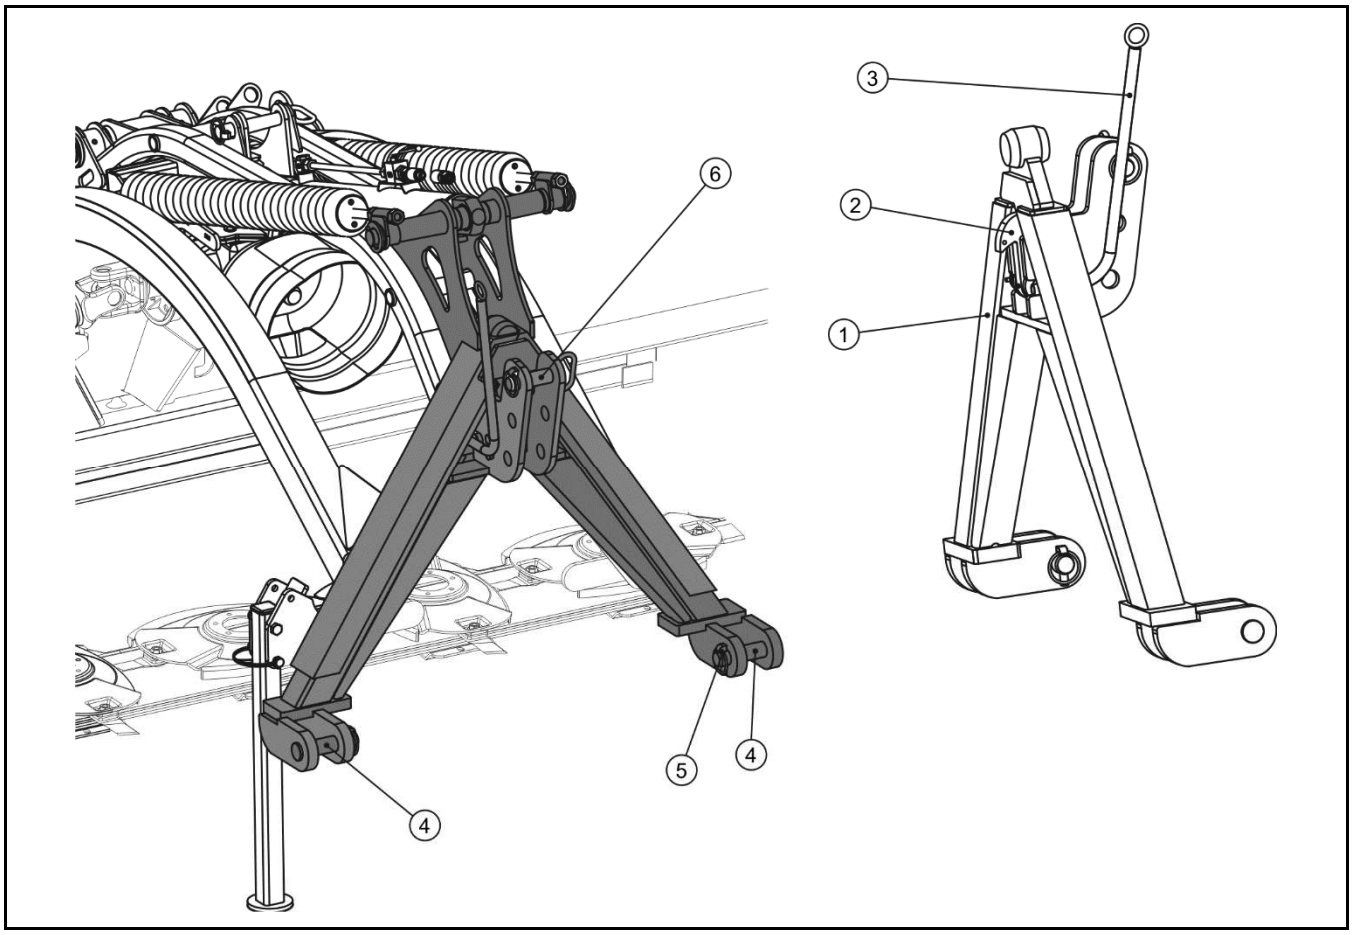

**РИСУНОК 3.3 Система сцепления**
*(1) трехточечная система навески, (2) собачка, (3) рычаг храпового механизма, (4) шкворень крепелния нижних тяг, (5) чека, (6) шкворень крепления верхней тяги*
Система навески (РИСУНОК 3.3) служит для агрегирования косилки с трехточечной системой навески трактора. Косилка оборудована трехточечной системой навески (1), которая подсоединяется к передней трехточечной навеске трактора в нижней точке сцепления при помощи шкворней (4) и при помощи шкворня (6) верхнего центрального сцепного устройства и фиксируется шплинтами (5). Агрегирование осуществляется посредством блокирования собачки (2) в раме навески. Отсоединение машины осуществляется при помощи рычага храпового механизма (3).